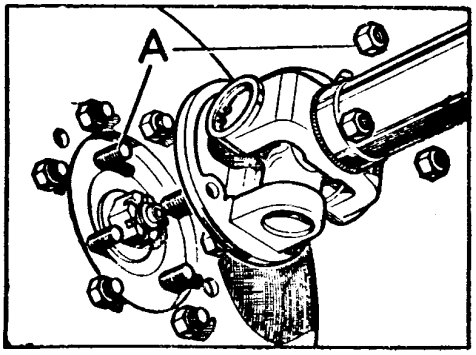

Fig. D-3 Posición del árbol de transmisión (acoplamiento a la brida de salida de la caja reductora)
1.2. Soltar el árbol de transmisión en su unión a la caja reductora (Fig. D-3), o a la caja del eje de salida, según corresponda.